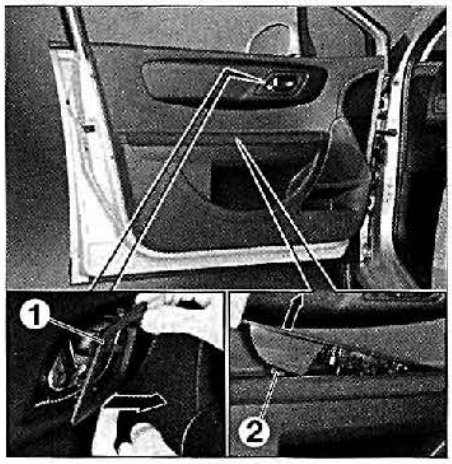
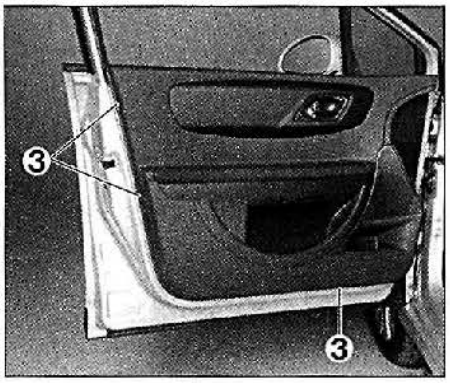

FIG. 42
FIG. 43
- Desmontar el marco de empuñadura interior (1) **(fig. 42).**
- Desmontar el tornillo de fijación (2) y desmontar el conjunto de mandos de elevalunas.
- Desmontar los tornillos de fijación (3) **(fig. 43).**